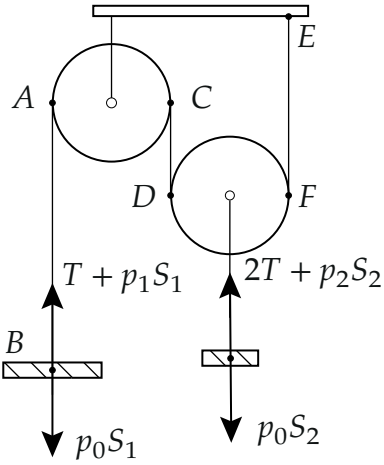

*Рис. 3. Силы на поршни: вверх — нить и давление жидкости, вниз — атмосфера. Левый поршень тянет одна нить ($T$), правый — подвижный блок ($2T$).*
**5. Равновесие поршней.** Поршни невесомы и движутся медленно — сумма сил на каждый равна нулю (рис. 3). Левый поршень: нить тянет вверх с силой $T$, жидкость давит вверх $p_1 S_1$, атмосфера давит вниз $p_0 S_1$.